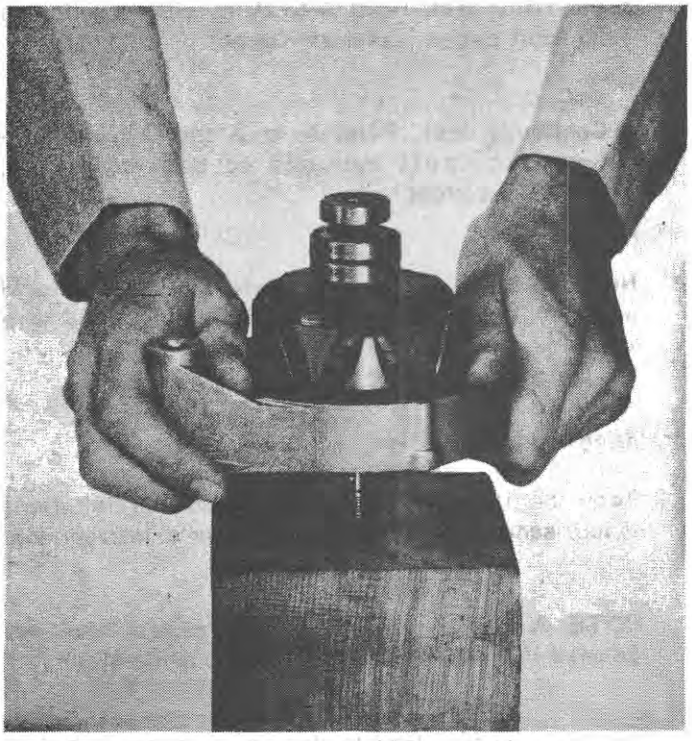

Figure 37
2. In most cases the housing and rotor can be separated from the bearing by tapping the assembly on a block of wood, as shown in Figure 37. Special pullers may be needed if the above method fails to separate the assembly. After the use of such equipment, examine the housing for possible damage. Refer to page 24 for inspection and repair of the rotor and front housing.